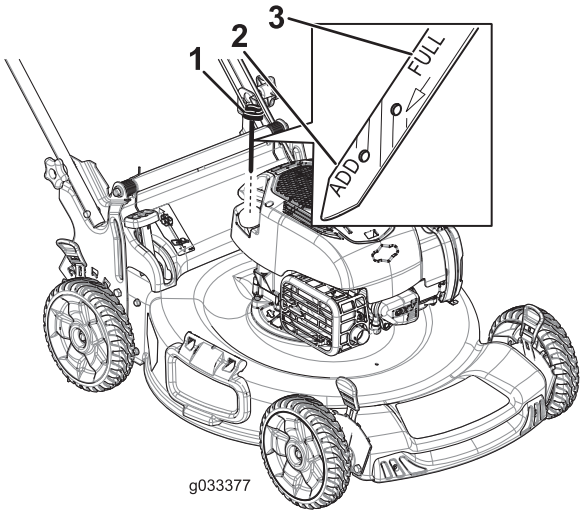

Figure 14
2. Retirez la jauge, essuyez-la sur un chiffon et remettez-la dans le tube de remplissage (Figure 14).
3. Ressortez la jauge et vérifiez le niveau d'huile (Figure 14). Si le niveau n'atteint pas le repère **minimum** (Add) de la jauge, versez lentement suffisamment d'huile dans le tube de remplissage pour faire monter